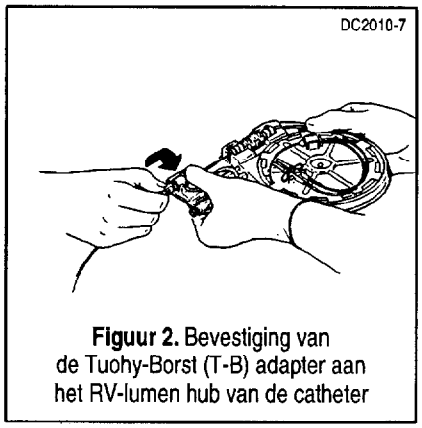

Figuur 2. Bevestiging van de Tuohy-Borst (T-B) adapter aan het RV-lumen hub van de catheter
3. De RV-hub van de catheter losmaken van de druktransducer. De beschermdop van de Tuohy-Borst (T-B) adapter verwijderen. Verbind de T-B adapter met de hub van het RV-lumen (Figuur 2). **Zorg ervoor dat de tip van de sonde niet beschadigd wordt.**